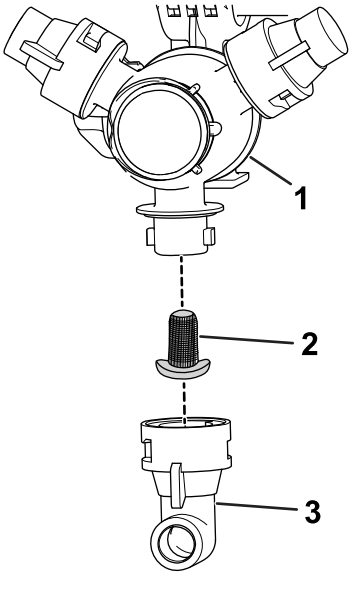

Figur 80
2. Fjern dysen fra sprederhodet (Figur 80).
3. Ta av dysefilteret (Figur 80).
5. Monter dysefilteret (Figur 80).
6. Monter dysen på sprederhodet (Figur 80).